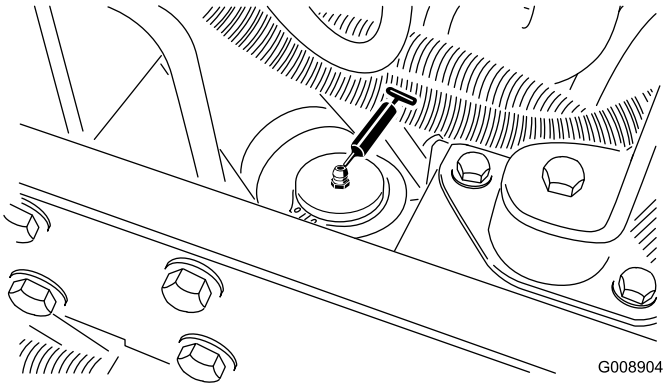

Figur 46
- Akselstyresylinder (Figur 46).